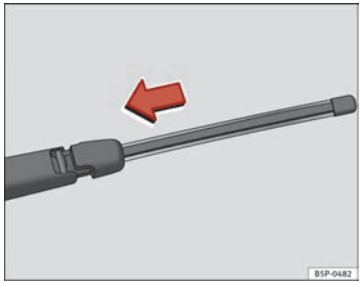

Fig. 134 Colocar la escobilla de limpialuneta ▶
– Sitúe la escobilla, tal como se indica en la ⇒ fig. 134 y deslice el adaptador hasta que encastre.